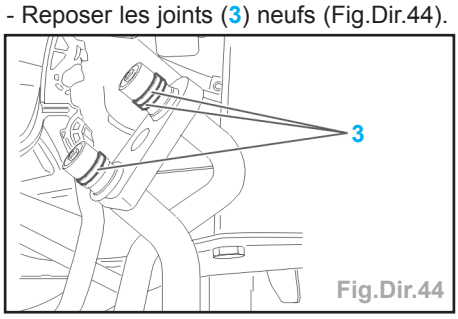

Fig.Dir.44
- Reposer les joints (3) neufs (Fig.Dir.44).